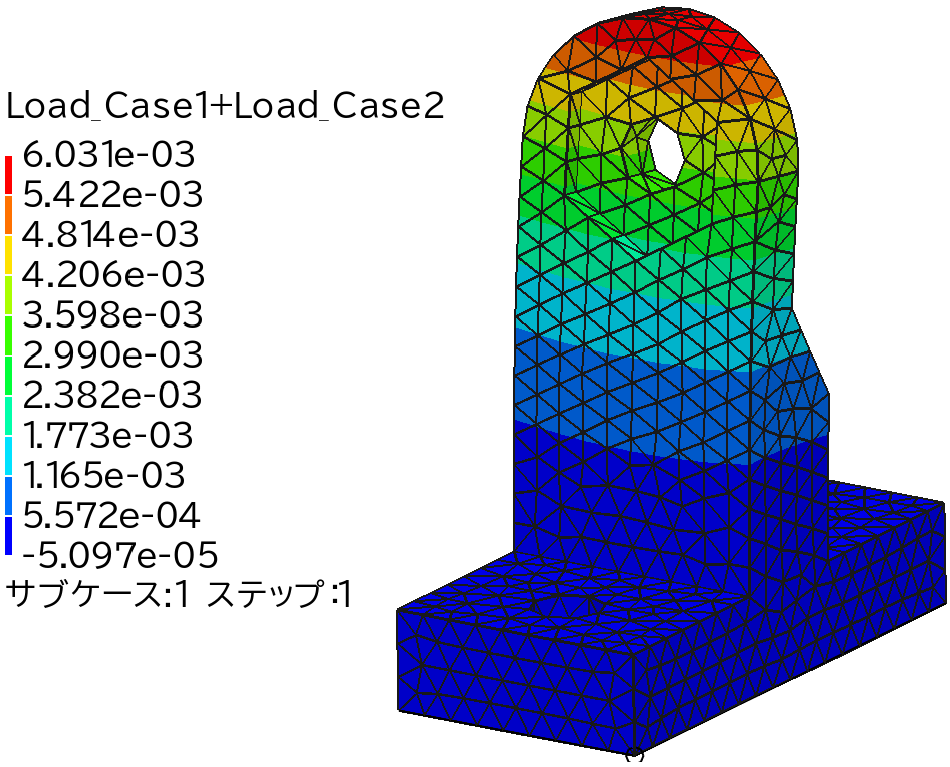

図 20　　[Load_Case1+Load_Case2] の X 方向変位
STEP 07 [荷重ケース 3] の [T1 変位] の結果と等しくなることを確認します。（図 20、21 参照）